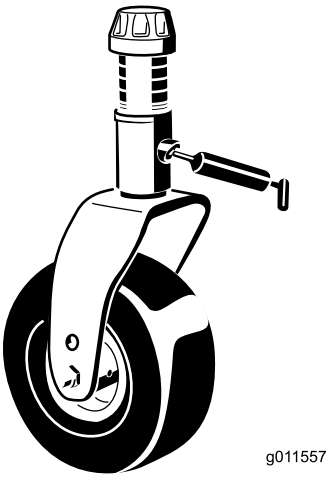

Figuur 39
- Lagerbussen van as van zwenkwielvork (2) (Figuur 39)